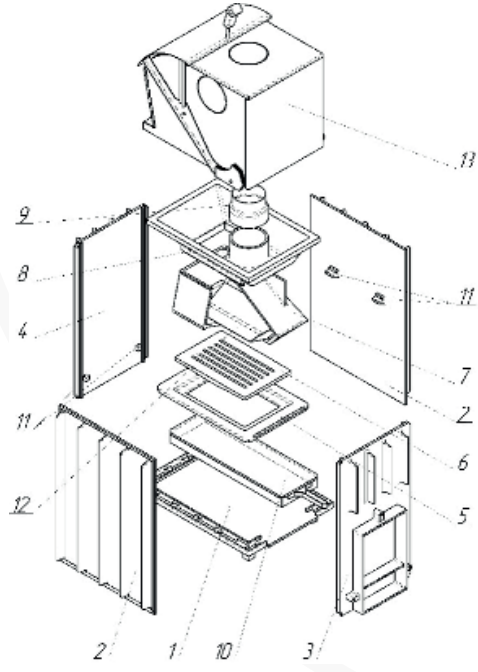

Рис. 14 Схема сборки топочного агрегата печи Калита Князь.
2.3.4.2 На подготовленном месте в парной установить основание поз1 рис.14
2.3.4.3 В пазы основания установить боковые стенки поз.2 рис.14, затем переднюю поз.3 рис.14 и заднюю проз.4 рис.14. Приливы поз.11, рис.14 на боковых стенках должны быть расположены вверху, а на задней и передней стенках внизу.
2.3.4.4 Зафиксировав стенки эластичной стяжкой уложить основание колосника поз.5 рис.14, затем установить колосник поз.6, рис.14 в посадочное место в основании колосника.
2.3.4.5Установить емкость для камней поз.7 рис.14, установить в нее поддон поз.12 рис.14 для сбора излишков вылитой на камни воды.
2.3.4.6 Установить крышку топки поз.8 рис.14.
2.3.4.7 Установить в подколосниковое пространство зольный ящик поз.10, рис.14. Установить на патрубок крышки топки переходник поз.9 рис.14.
2.3.4.8 На крышку топки установить каменку поз.13 рис. 14 дверкой в парную. Подъем и опускание дверки должны быть плавными без перекосов и заеданий.